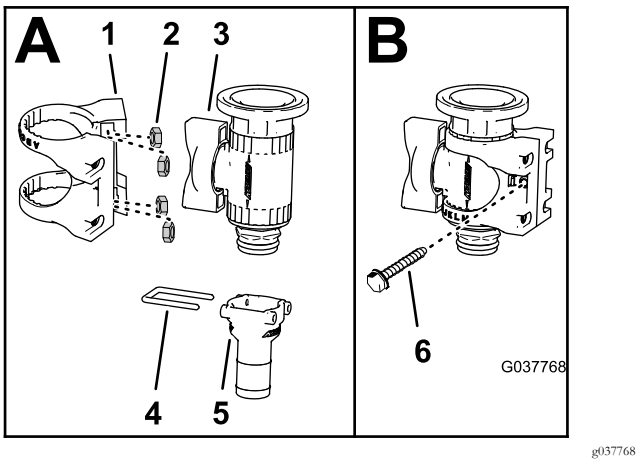

Figuur 87
1. Als deze niet aanwezig zijn, brengt u nu de 4 moeren in roestvast staal aan in de openingen in de nylon beugel voor de flensafsluitklep (Figuur 87).
2. Verwijder de rechte slangpilaar (¾") en de borgclip van de afsluitklep (Figuur 87).
3. Monteer de flensafsluitklep in de nylon beugel; zie Figuur 87.
4. Bevestig de nylon beugel op de flensafsluitklep; gebruik hierbij de schroef (6-32 x ⅝") zoals afgebeeld in Figuur 87.